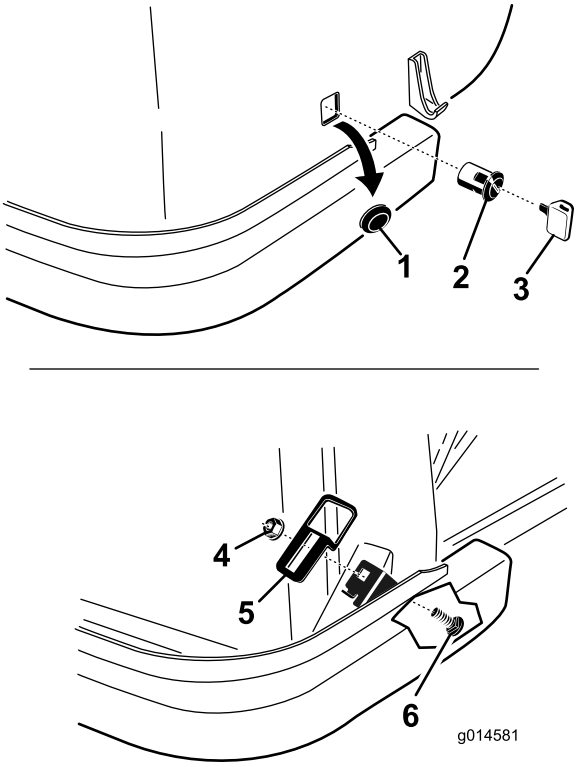

Figur 2
2. Fjern pluggen fra det firkantede hullet på høyre side av panseret. Kasser pluggen (Figur 2).
6. Finn det firkantede hullet i tappen på høyre side av rammen. Monter låseplaten til tappen med en låseskrue og flensmutter. Plasser låsen som vist i Figur 2.